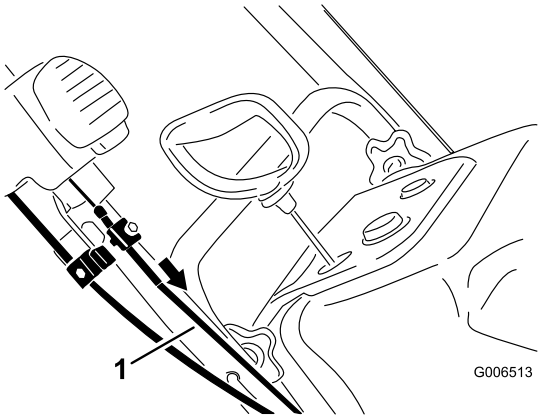

Рисунок 42
5. Потяните вперед оболочку верхнего троса так, чтобы устранить провисание троса, и затем надежно затяните винт зажима верхнего троса (Рисунок 42).